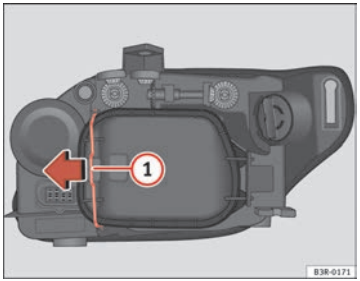

Fig. 210 Side light
Although it is not necessary, previously remove the rigid cover ⇒ page 269, fig. 210 for easier day light bulb changes. ■
- Move the brace ⇒ fig. 210 (1) in the direction of the arrow and remove the rigid cover, separating the brace side and then removing the two tabs from the other end of the cover.